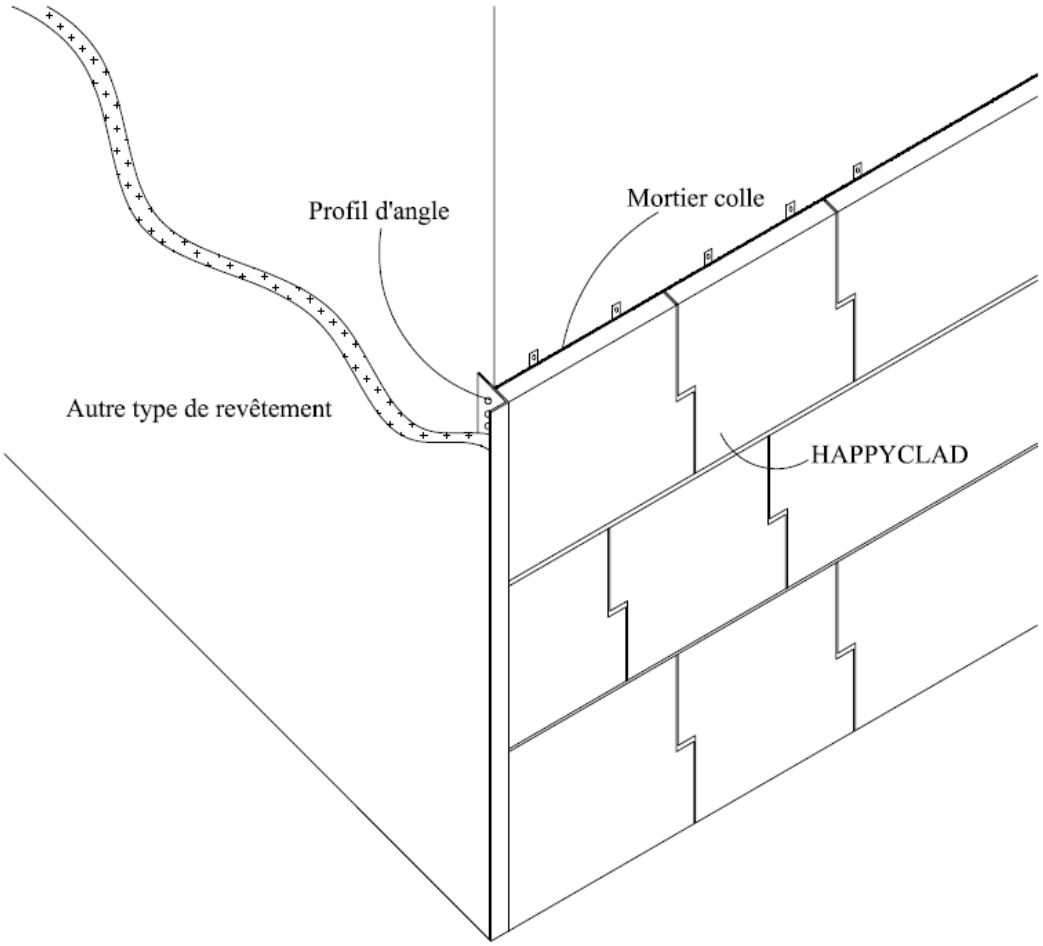

Figure 11 – Angle sortant sans continuité de HAPPYCLAD : utilisation d'un profil d'angle
- Lorsque ce cas se produit (cas d'un pignon isolé par exemple) on doit utiliser un profilé d'angle adapté pour traiter l'angle sortant formé par les éléments HAPPYCLAD d'un côté et un autre type de revêtement de l'autre côté (figure 11).